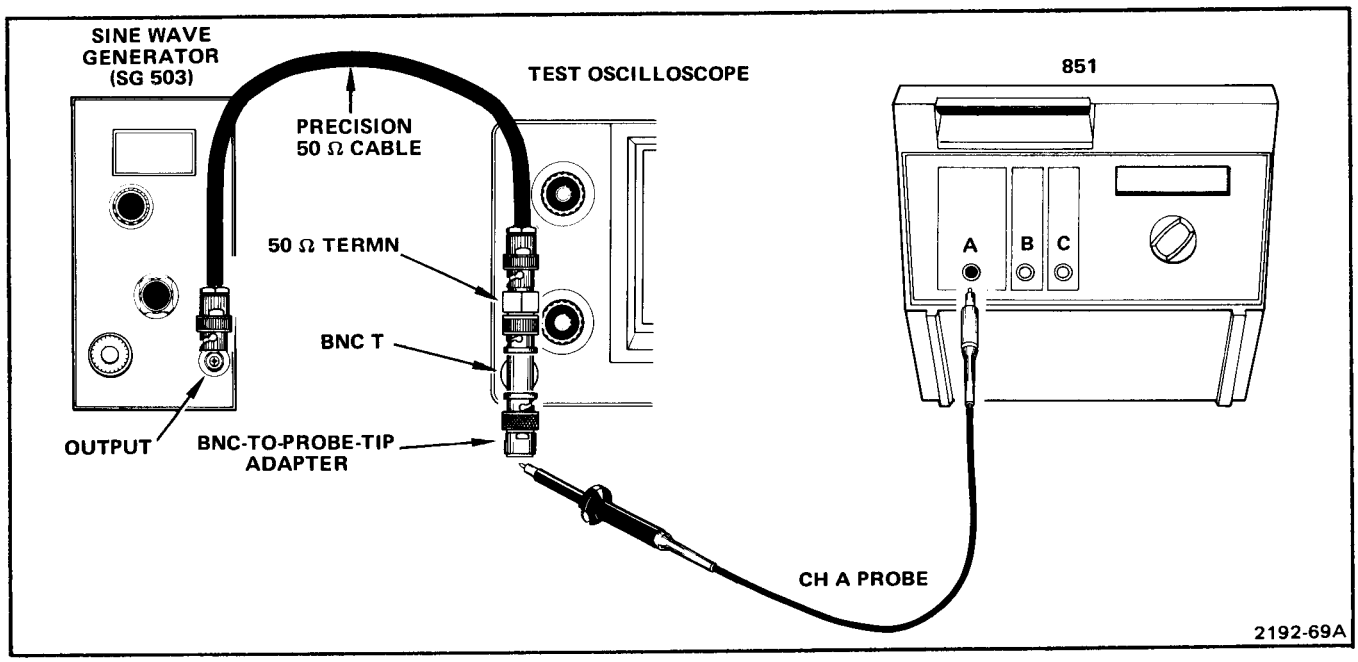

Fig. 3-5. Test equipment and setup for % DUTY FACTOR check.
a. Connect test equipment as shown in Fig. 3-5.